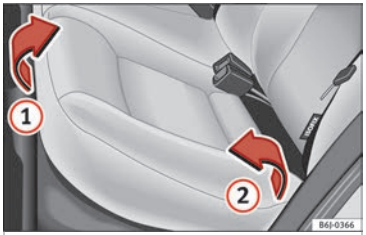
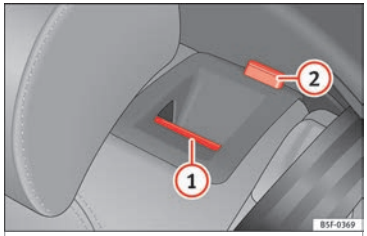

Rys. 155 Składanie siedziska tylnej kanapy.
Rys. 156 W oparciu tylnego siedzenia: zwolnić zapadkę ①; czerwony znacznik ②.
– Pociągnąć przednią krawędź siedziska ››› **rys. 155** ① do góry w kierunku strzałki.
– Podnieść siedzisko ② do góry w kierunku strzałki.
– Nacisnąć przycisk odblokowania ››› **rys. 156** ① w kierunku do przodu, jednocześnie składając oparcie. Oparcie tylnego siedzenia nie jest zakleszczone, dopóki widoczna jest czerwona część zatrzasku ②.